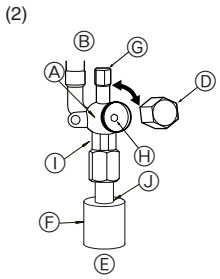

Fig. 4-6
① Başlığı çıkarın, daha sonra düz-ağızlı bir tornavida ile tamamen açmak için saat yönünün tersinde bir-çeyrek tur çevirin.
② Vanaların tamamen açık olduğundan emin olun, daha sonra başlığı ilk konumuna getirin ve sıkın.
(2) P100-P140 modellerinin sıvı tarafı (Fig. 4-6)
① Başlığı çıkarın ve 4 mm'lik bir altıgen somun anahtarıyla vana çubuğunu gidebileceği yere kadar saat yönünün tersine döndürün. Tampona dayanınca döndürmeye son verin.